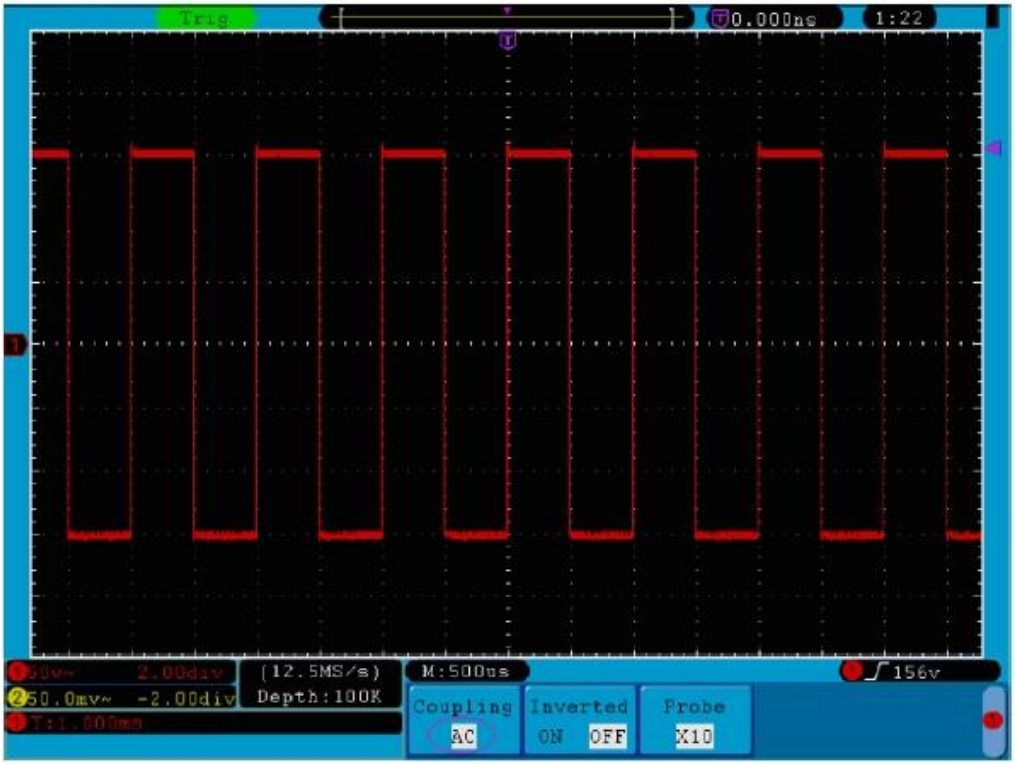

Fig. 14 AC Coupling Oscillogram
* Then, press **F2** button to select the Coupling item as "**AC**". By setting the channel coupling as AC mode, the direct current component of the signal will be blocked. The waveforms are shown as **Fig. 14**.